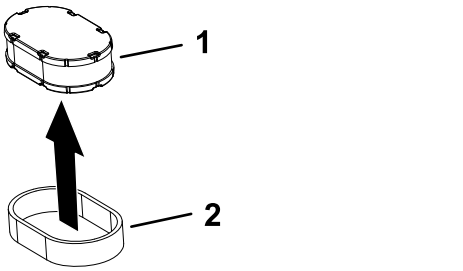

Figur 39
5. Skil skum- og papirindsatserne ad (Figur 39).